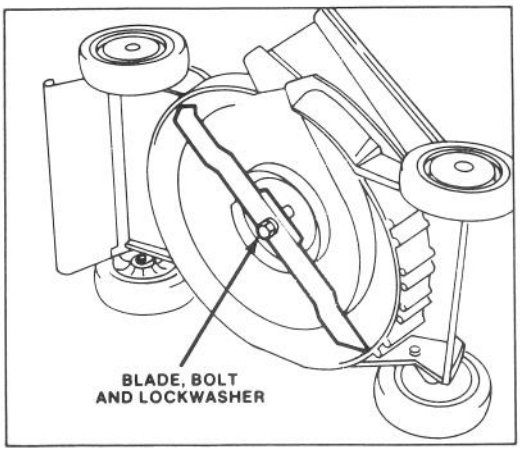

Figure 12
2. Tip mower on its left side (Fig. 12).
3. Tip mower on its left side (Fig. 12).
5. REMOVING BLADE – Grasp end of blade using a rag or thickly padded glove. Remove blade bolt, lockwasher and blade (Fig. 12).